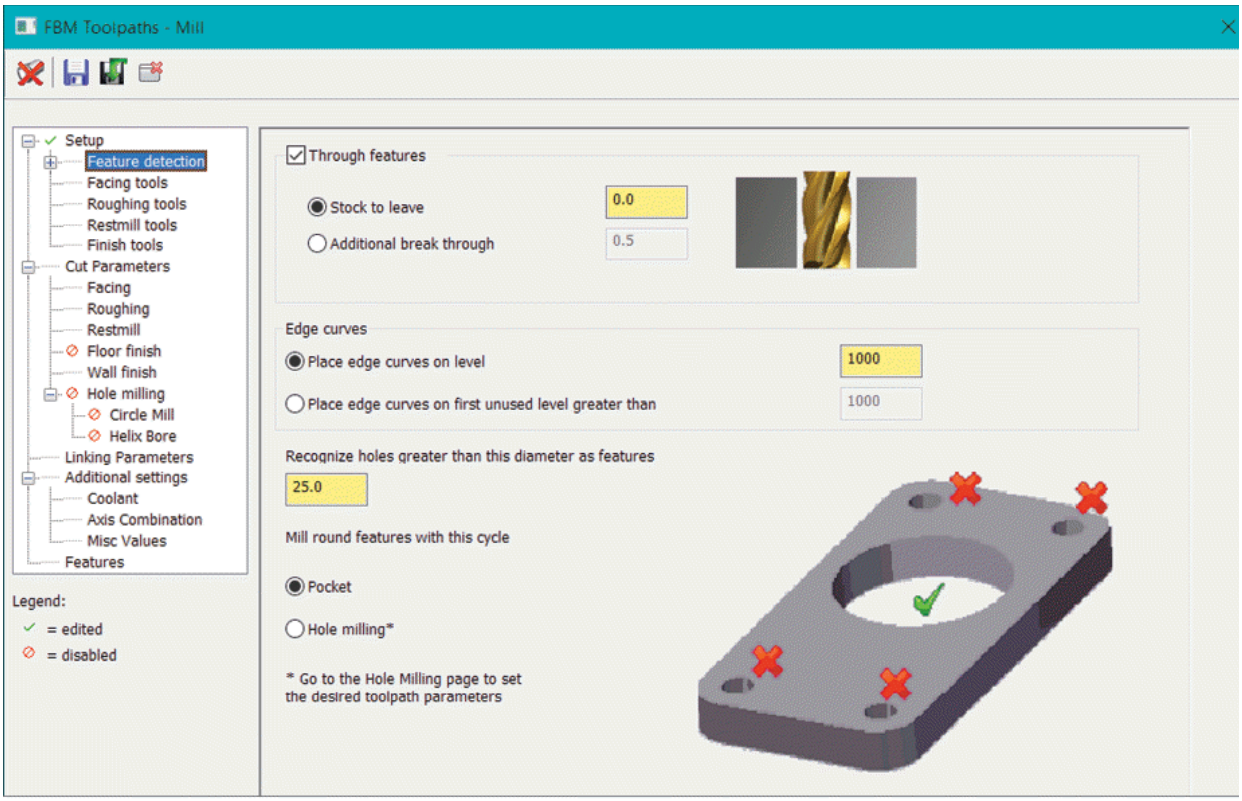

Figure-71. Feature detection options
- Click on the **Feature detection** option from the left area of the dialog box. The options in the dialog box will be displayed as shown in Figure-71.